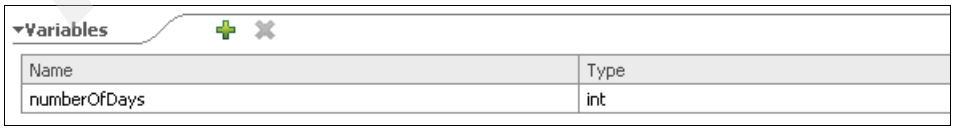

Figure 10-49 Adding a variable
c. Click **Select Type** and select **int**. Figure 10-49 illustrates the changes.